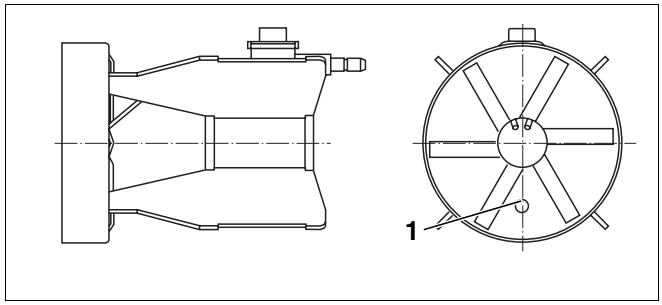

Fig. 31 Diafragma
- Al montar el diafragma, observe que la perforación (fig. 31, **pos. 1**) en el diafragma quede alineada con la fotocélula.